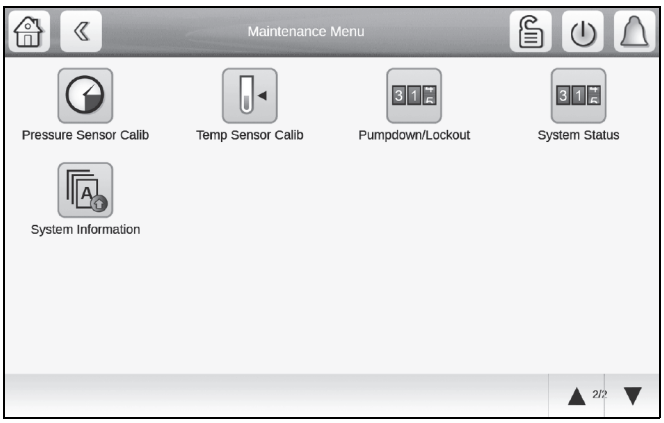

Fig. 42 — Pressure Sensor Calib Screen, Page 1
1. Go to ***Main Menu → Maintenance Menu → Pressure Sensor Calib***. See Fig. 42 and 43.
1. Go to ***Main Menu → Maintenance Menu → Temp Sensor Calib***. See Fig. 42.